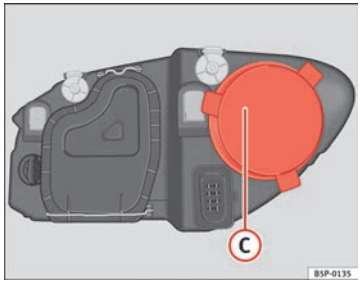

Fig. 166 Main beam headlights
– Remove the cover ⇒ fig. 166 (C) by pulling on this.